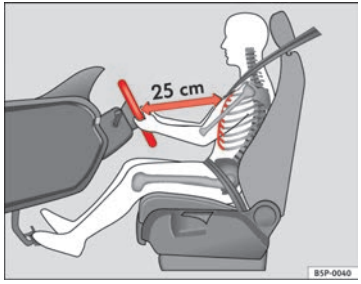

Fig. 1 Distancia correcta entre el conductor y el volante
– Ajuste el volante de modo que quede una distancia mínima de 25 cm entre el volante y el tórax ⇒ fig. 1.
• Coloque el asiento del conductor de forma que quede una distancia mínima de 25 cm entre el tórax y el centro del volante ⇒fig. 1. Si la distancia es inferior a los 25 cm, el sistema de airbags puede no protegerle correctamente.